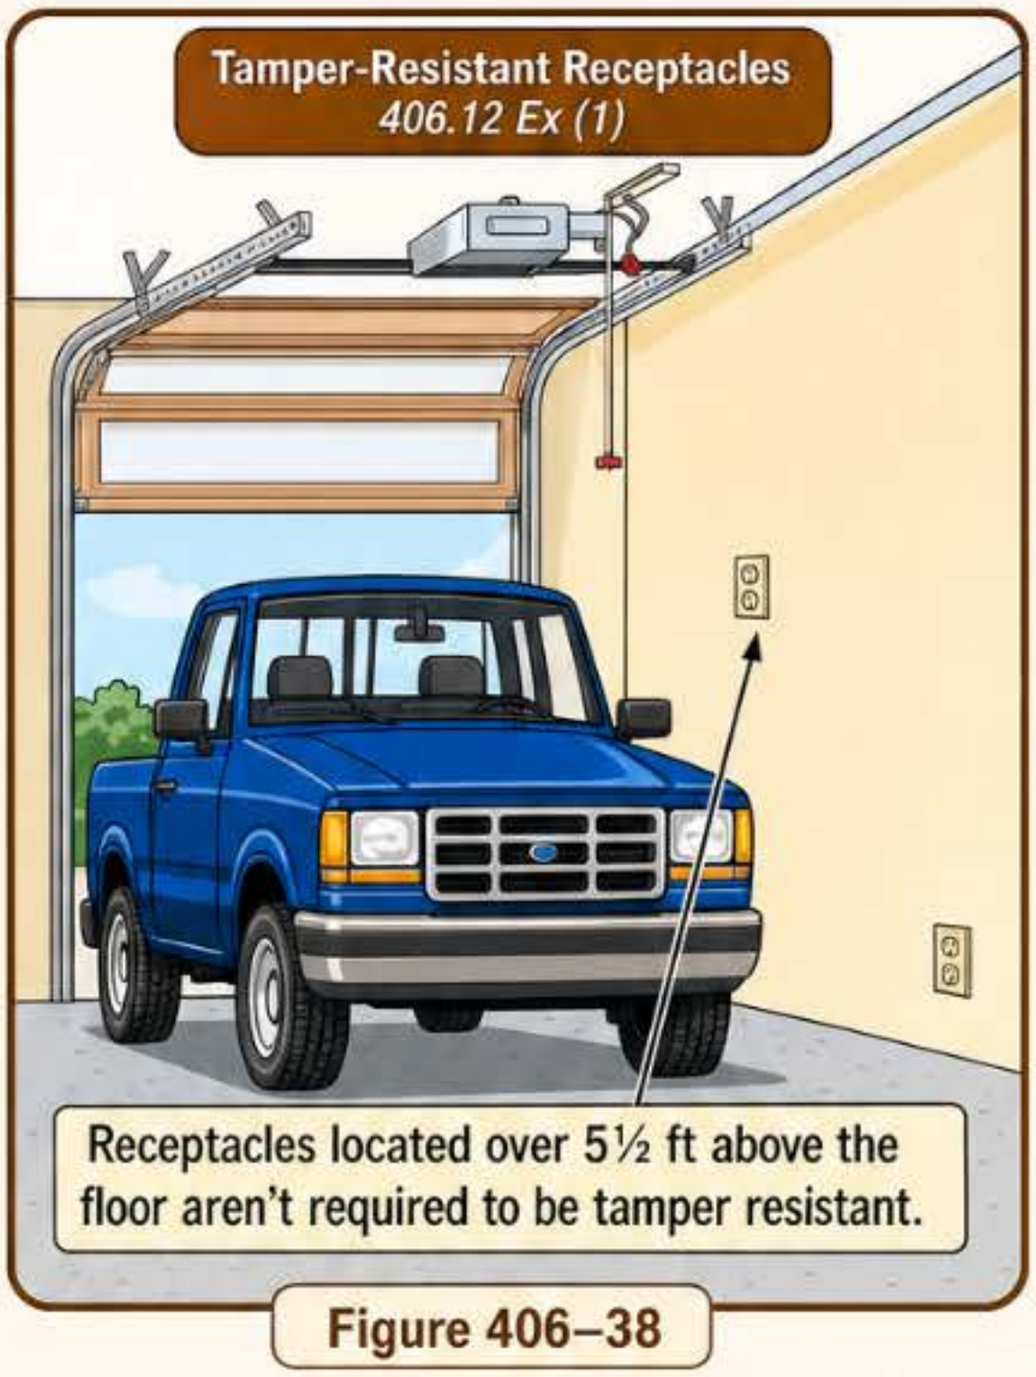

Figure 406–38
(1) Receptacles mounted more than 5½ ft above the floor. ▶ **Figure 406–38**
(2) Receptacles that are integral parts of a luminaire or other equipment.
(3) A receptacle located in a dedicated space for an appliance that under normal use cannot be easily moved.
(4) Where non-grounding receptacles are installed as allowed in 406.4(D)(2)(a)8.